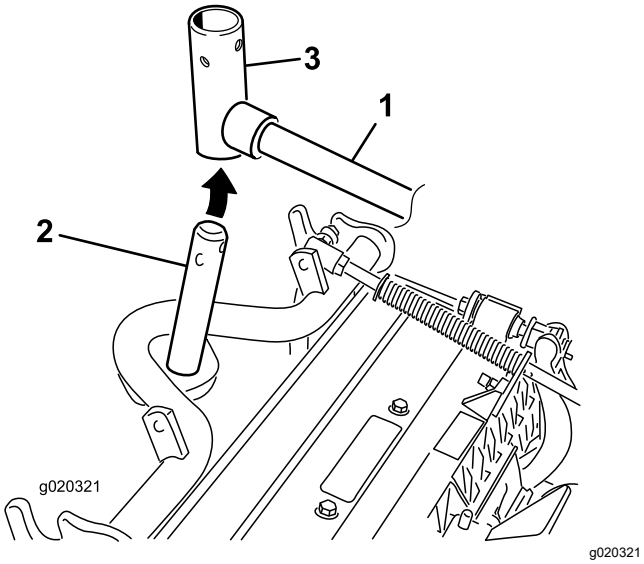

Rysunek 10
3. Wsuń przednie zespoły tnące pod ramię podnoszące, jednocześnie umieszczając drążek ramy w jarzmie przegubu ramienia podnoszącego (Rysunek 10).
2. Nałóż jarzmo ramienia podnoszącego na drążek ramy (Rysunek 10).